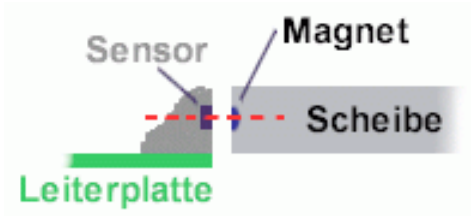

**Abbildung 6** Korrekte Ausrichtung von Magnetring und Sensor.
- Dabei darauf achten, dass sich die Magnete in dem Magnetring auf Höhe des Sensors befindet, siehe Abbildung 6.